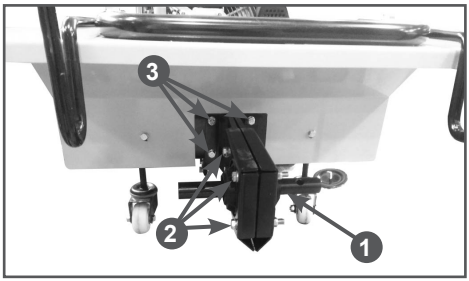

Рис. 15 Снятие кожуха редуктора
2. Ослабьте затяжку болтов крепления держателя щетки 2 и снимите шплинт и палец. Затем снимите держатели щеток с вала редуктора 1 (Рис. 15).
3. Открутите болты крепления половинок кожуха друг к другу и к корпусу щетки и снимите обе половинки кожуха редуктора (Рис. 15).